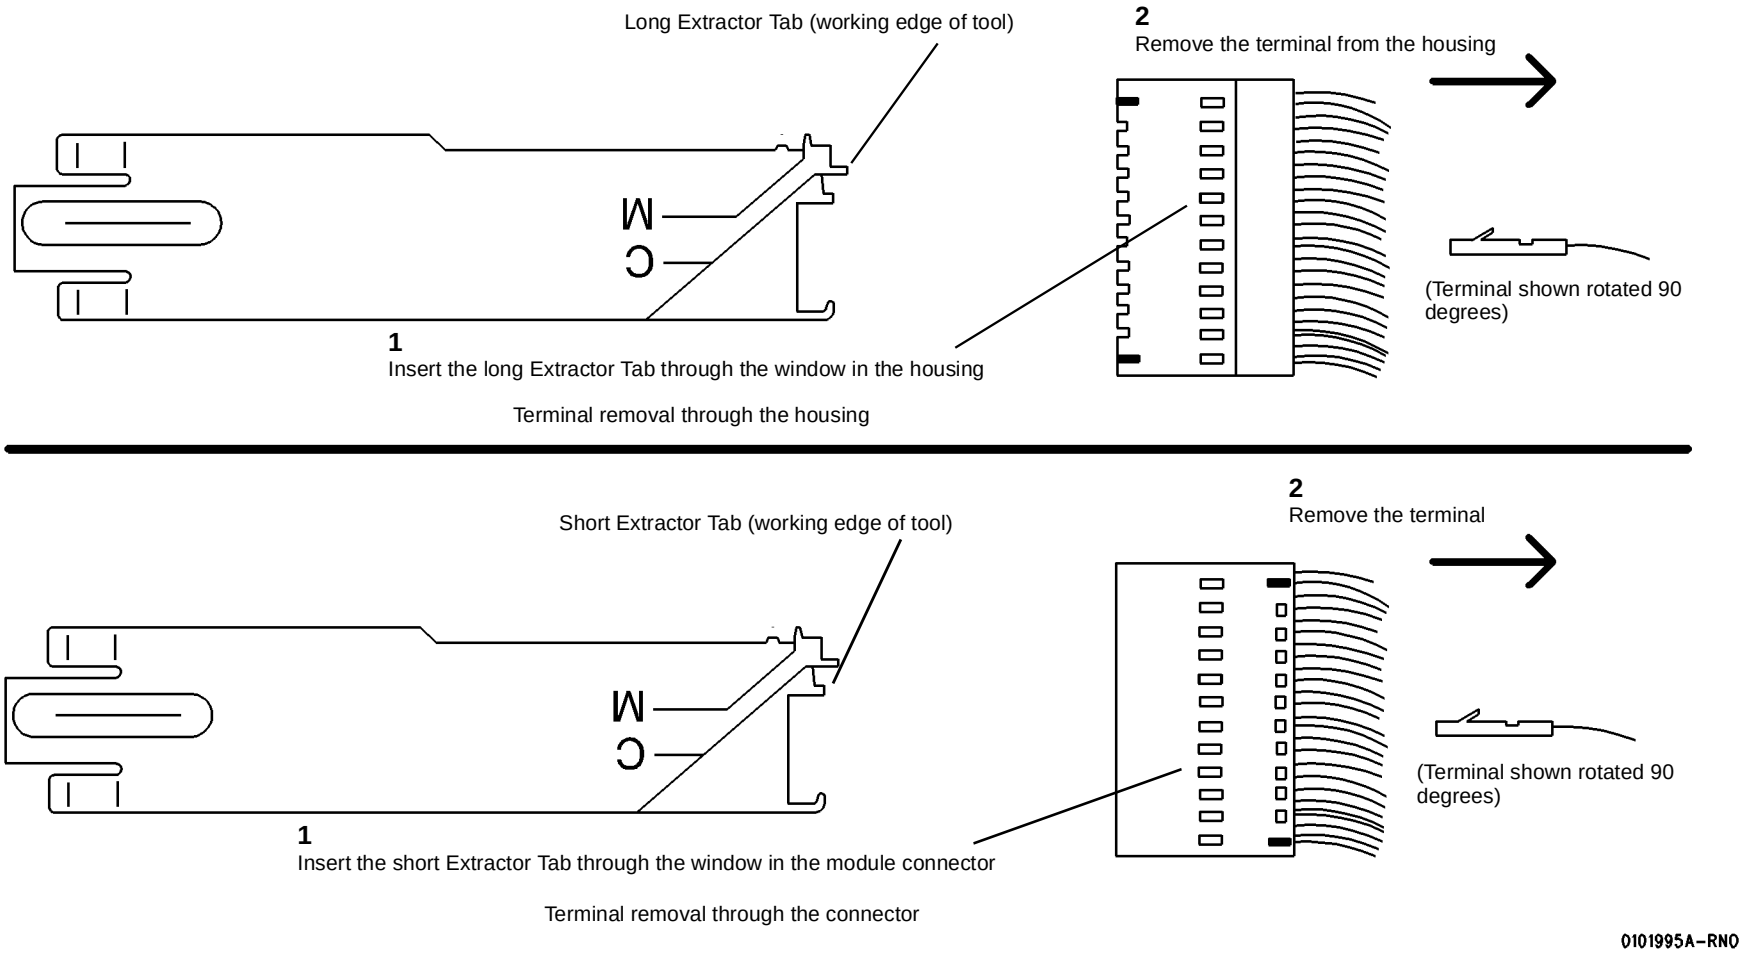

**Figure 3 Removing the Terminal from the Connector**
3. ( Figure 3):Remove the terminal from the connector.